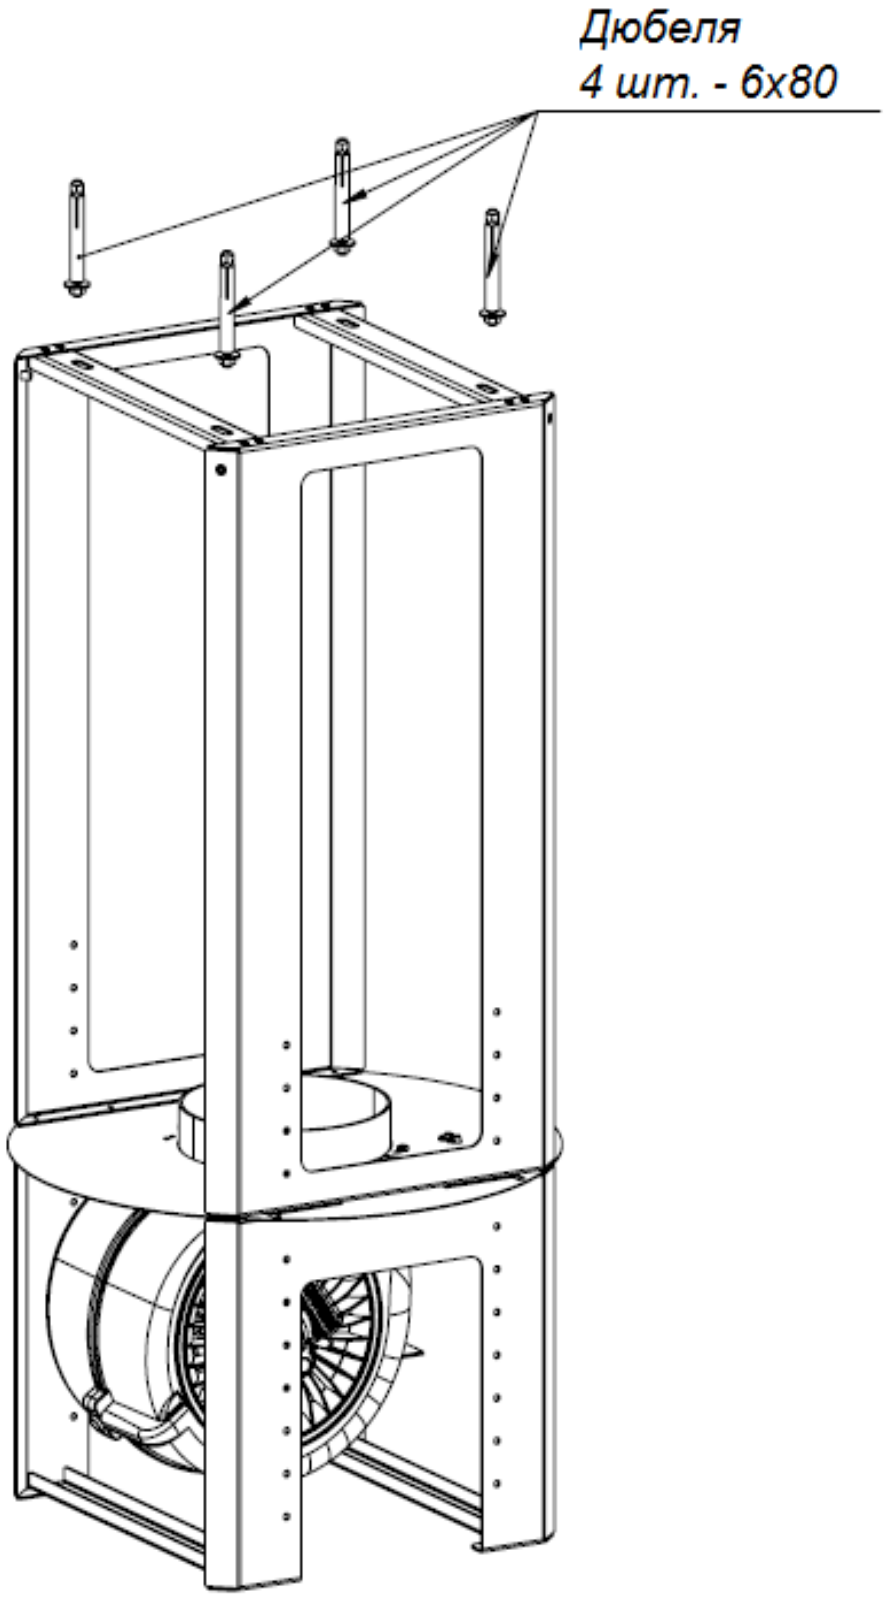

Рис. 2
1. В потолке, по центру над плитой, отметьте отверстия под каркас вытяжки. В специально отведенных местах на потолке следует просверлить отверстия под дюбели, а затем фиксировать каркас с турбиной к потолку с помощью дюбелей 6х80 – 4 шт. (рис. 2).